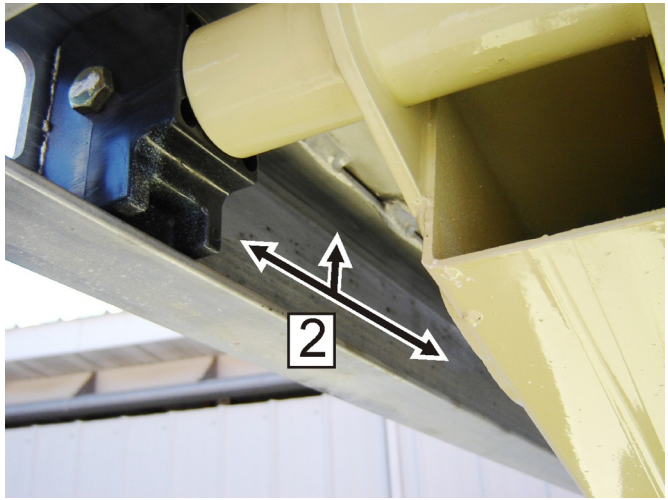

Figure 6-3. Rails de plaquettes coulissantes supérieures
4. Appliquer une couche de graisse à l'intérieur et sur le rail coulissant supérieur (2) des deux côtés de la machine. Voir Figure 6-3., Rails de plaquettes coulissantes supérieures.